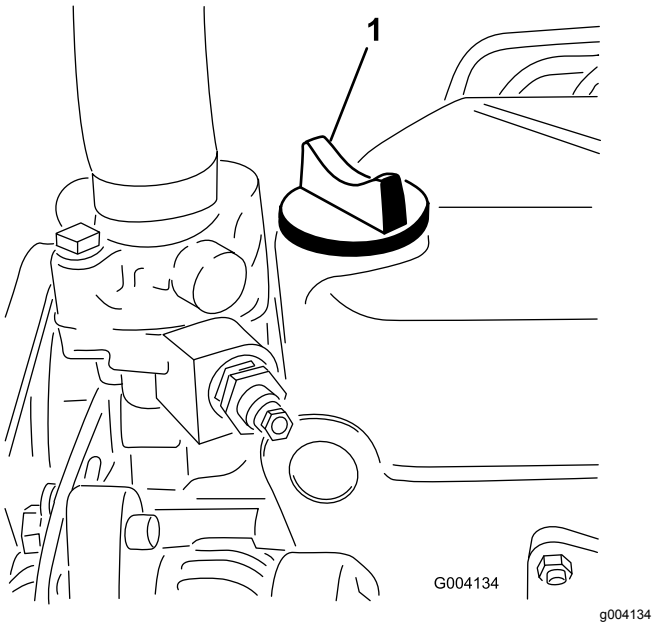

Figuur 30
5. Als het oliepeil beneden de Vol-markering staat, verwijdert u de vuldop (Figuur 30) en vult u bij met olie totdat het oliepeil de Vol-markering op de peilstok bereikt.